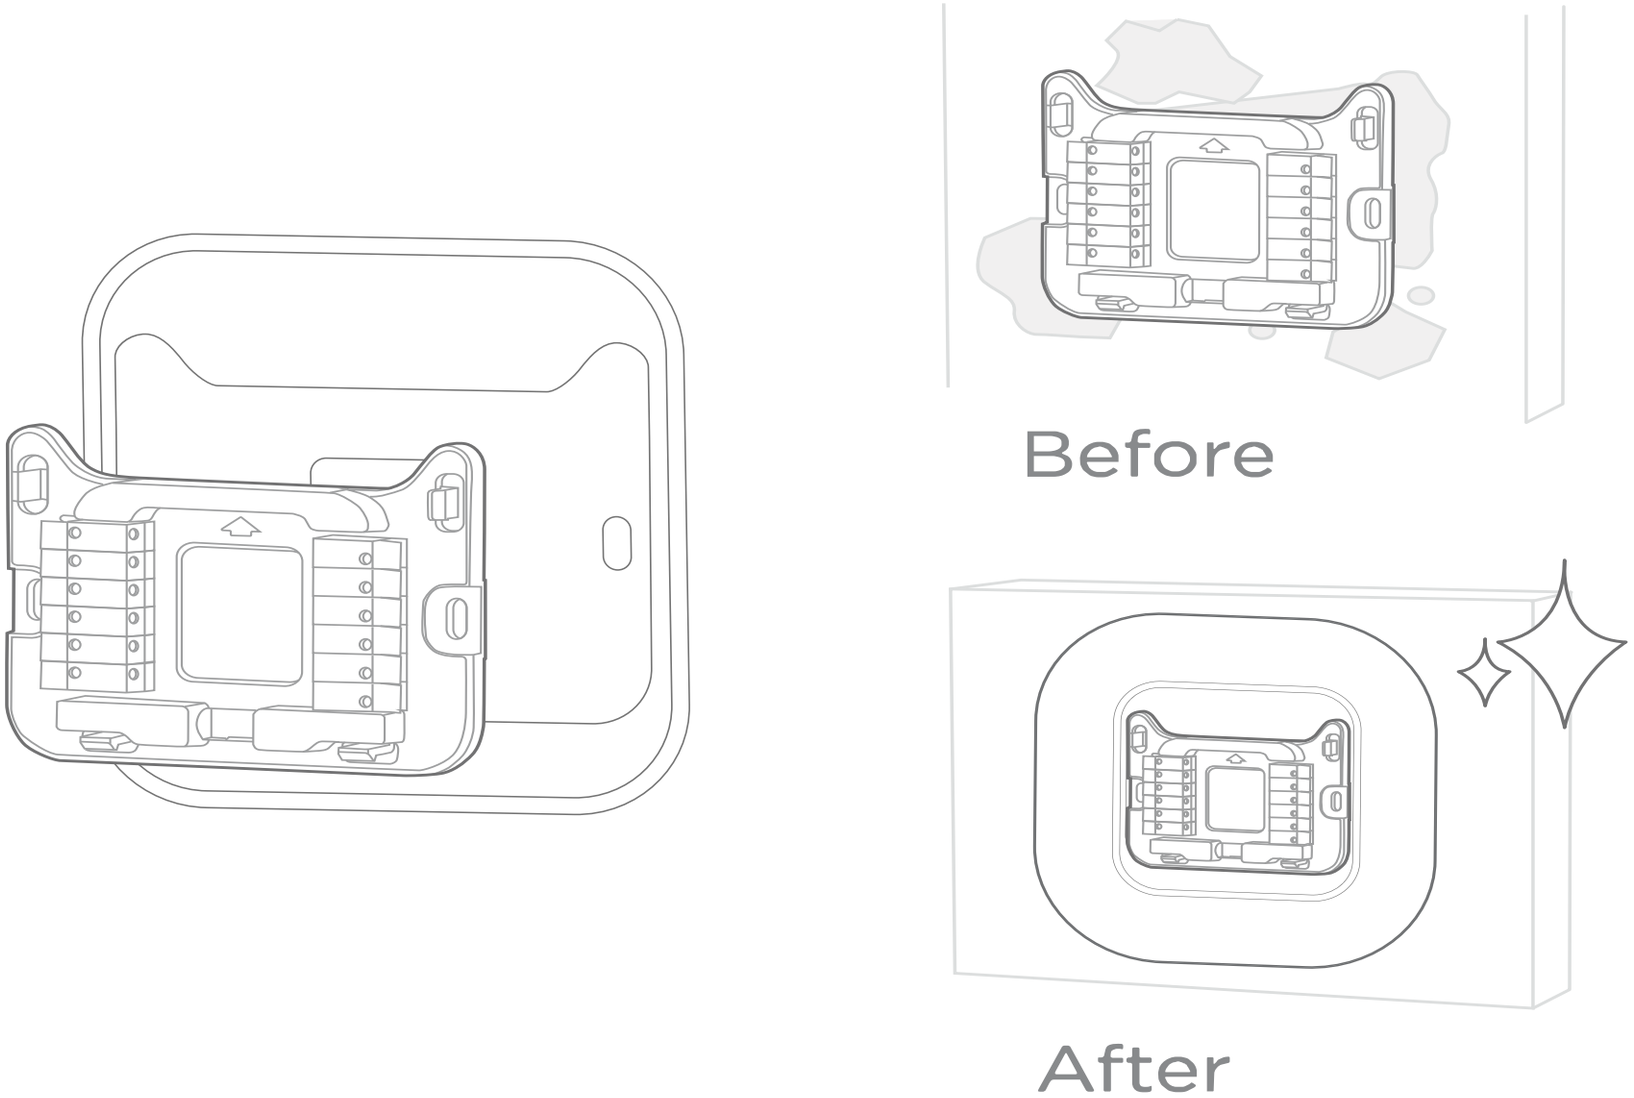

Fig. 4 Install Optional Trim Plate
- If needed, use the trim plate with your thermostat. (See Fig. 4)